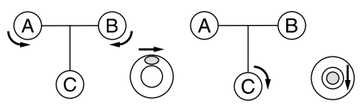

図 2
2. 三脚の脚頭がほぼ水平になるように三脚の脚を調整します。図 2 に示すように気泡が気泡管の円内に入るように整準ネジを調整します。
・調整方法については、『3.1　三脚への取付けと円形気泡管による整準』図 2 を参照。